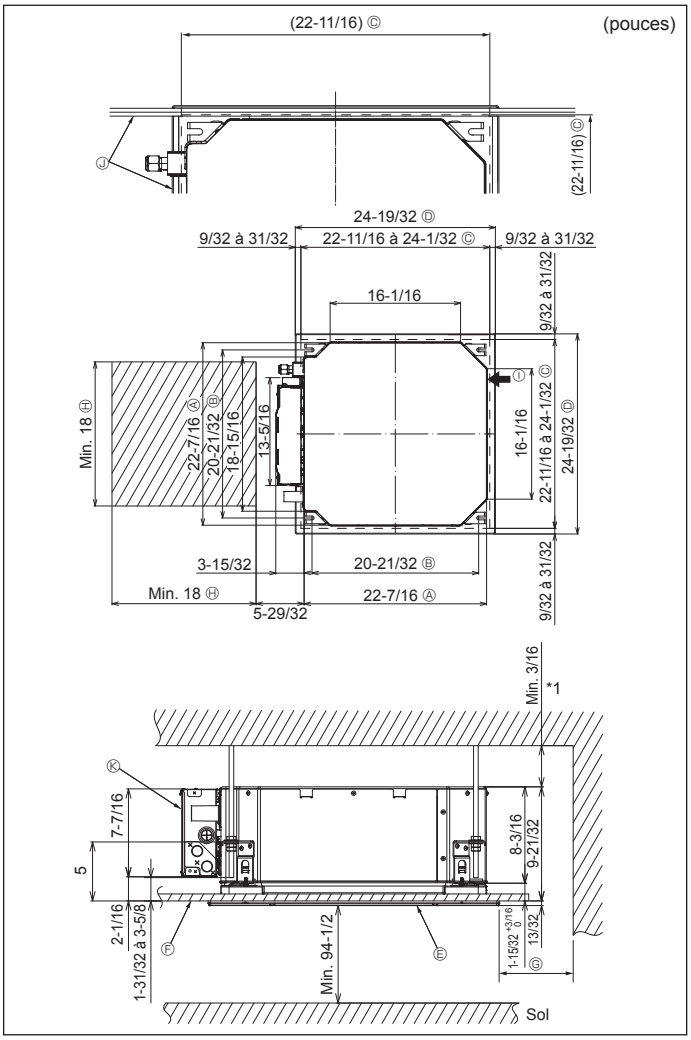

Fig. 4-2
4.2. Emplacement d'installation des ouvertures au plafond et boulon de suspension (Fig. 4-2)